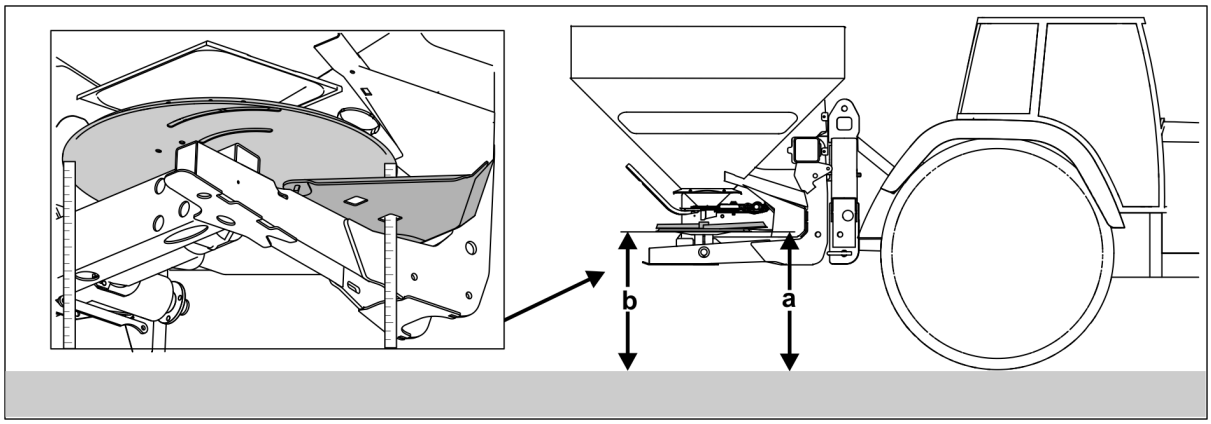

Fig. 53
- 2.1 Flügelschraube (Fig. 53/1) zur Befestigung der Streuscheibe herausschrauben und Streuscheibe von Getriebewelle abziehen.
3. Auffangbehälter (Fig. 53/2) mittels Bügel (Fig. 53/3) in die Aufnahmen (Fig. 53/4 und Fig. 53/5) am Rahmen einhängen.